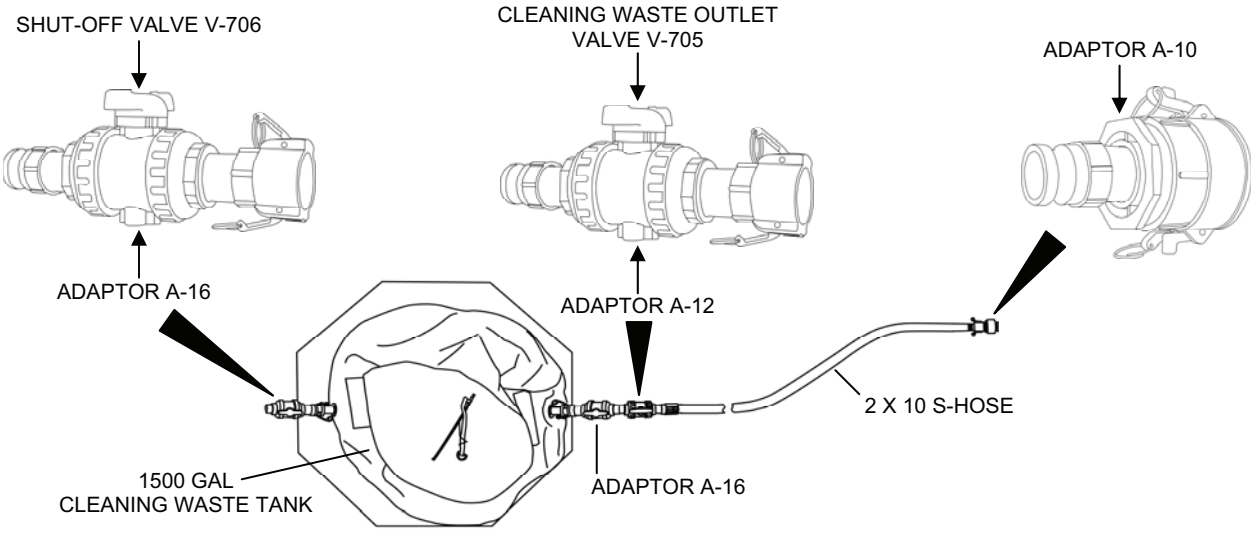

Figure 29. Cleaning Waste Storage Tank Set-Up.
The MF element fibers require periodic chemical cleaning to remove dirt and organic material that is not fully removed by the backwash. The need to clean is indicated by the “Clean MF” alarm. The MF fibers are always cleaned first with the low pH cleaning solution and then with a high pH cleaning solution. The RO feed tank is used to mix and store the cleaning solutions and the RO feed pump is used to circulate the solutions. Heaters mounted to the RO feed tank heat the cleaning solutions to improve effectiveness. Cleaning valves direct the cleaning solution as required for mixing, circulation and pump out to waste. The 6-in., red-banded waste out hose is removed and replaced with 2 x 10 cleaning waste hoses that are normally connected to a cleaning waste storage tank. Adaptor A-12 with Cleaning Waste Outlet Valve V-705 is connected to the end of the cleaning waste hoses (Figure 29). A 1500-gallon cleaning waste storage tank holds the cleaning and rinse wastes. Connected to both sides of the waste tank is Adaptor A-16 with Shut-Off Valve V-706.
1. Install 2 x 10, red-banded, cleaning waste hoses with Adaptor A-10 Cleaning Waste Outlet Valve V-705 closed (Figure 29) and cleaning waste tank with Adaptors A-16 shut-off valves V-706 closed.